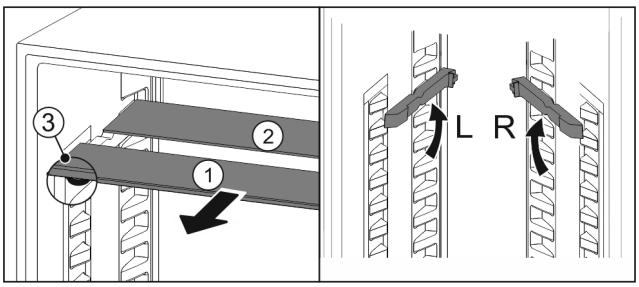

Fig. 143
▶ По одной извлеките *Fig. 143 (1)* стеклянные панели движением вперед.
▷ Стеклянная панель *Fig. 143 (1)* с декоративной планкой лежит спереди.
▷ Стопоры *Fig. 143 (3)* показывают вниз.